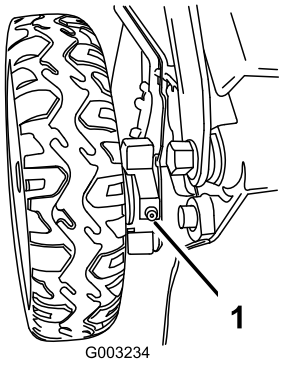

Figuur 38
1. Veeg de smeernippels aan de binnenkant van de achterwielen af met een schone doek (Figuur 38).